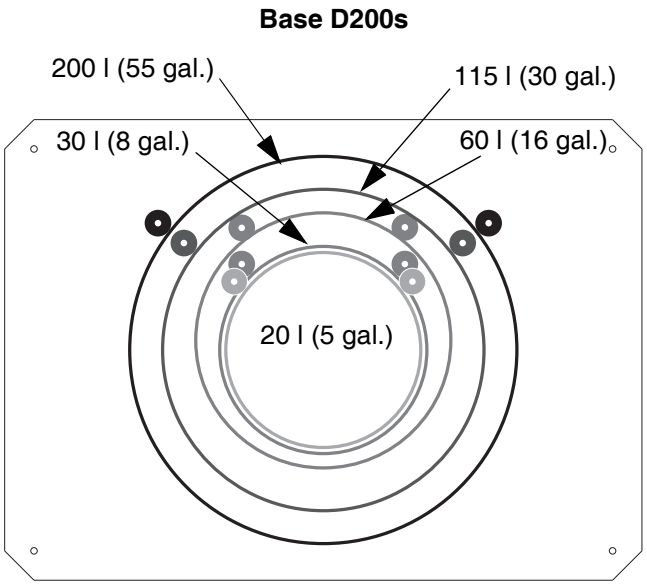

FIG. 15: Base del elevador
1. Localice el juego correcto de agujeros de montaje en la base del conjunto del elevador. Vea la FIG. 15.